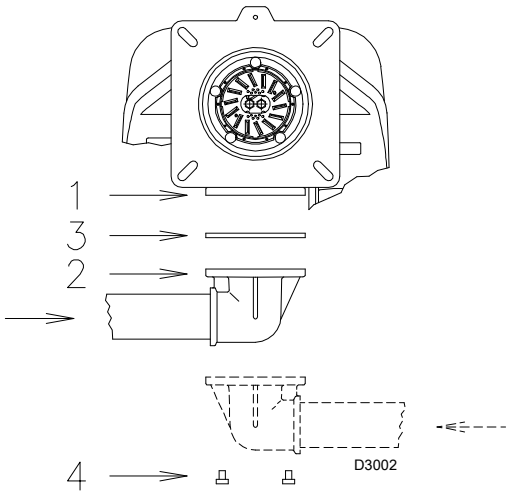

图 32
- 燃气阀组必须通过随附的法兰 2)、垫片 3) 和螺丝 4) 连接到燃气连接附件 1)(图 32) 上。
- 燃气阀组可从燃烧器右侧或左侧安装，视安装便利程度而定，见 图 32。